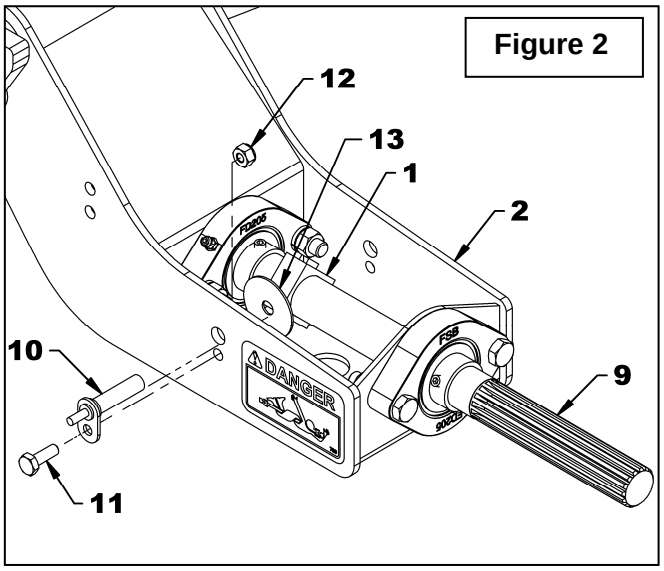

Figure 2
7. **Figure 2:** Attach the rotation sensor **not included** (item 10) to the subframe (item 2) with the 1/4"NC x 3/4" lg. hex. bolt (item 11) and the 1/4"NC nylon insert nut (item 12).